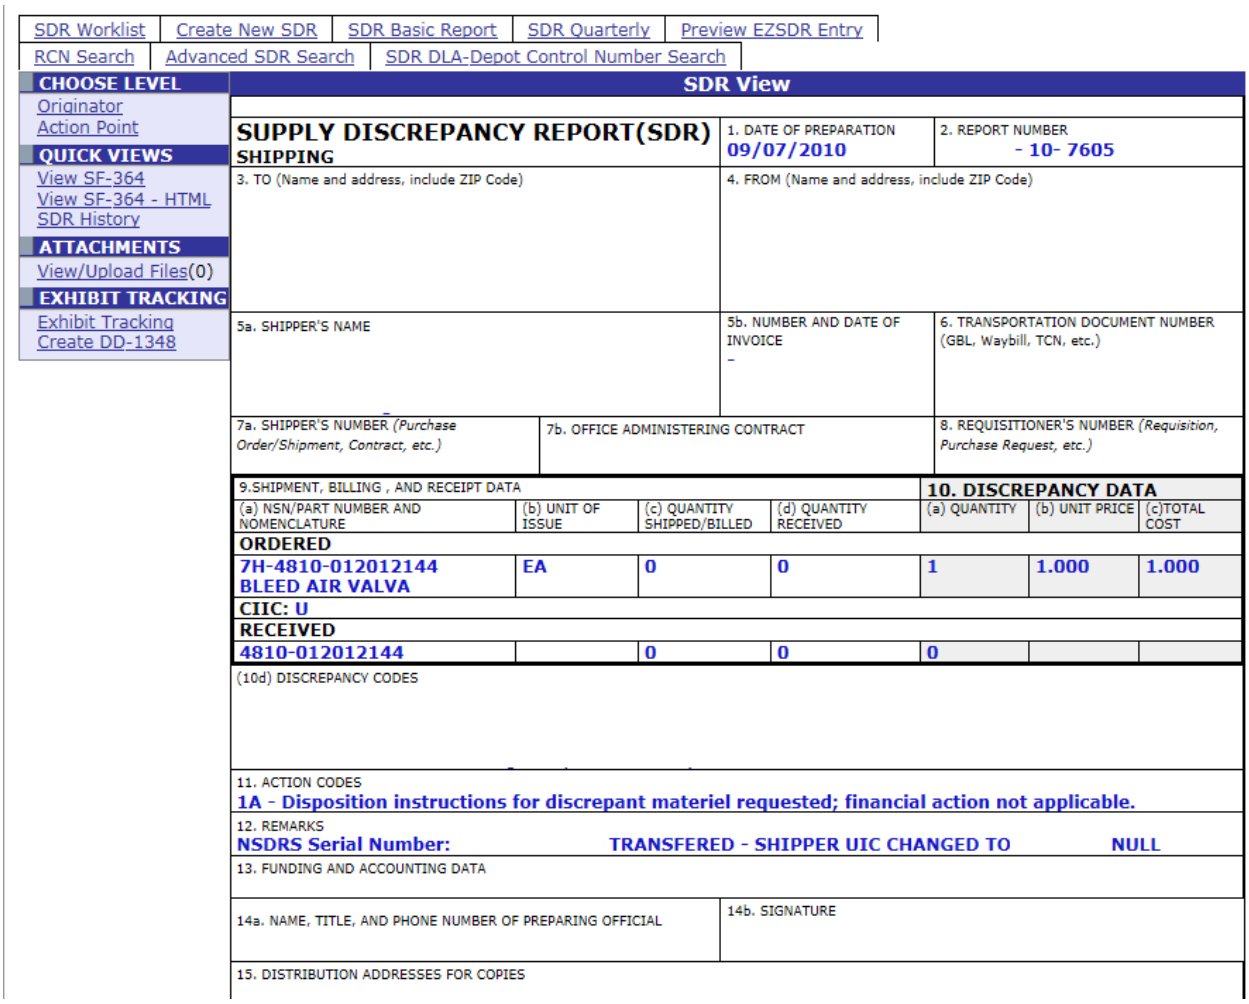

Figure 7.1
1. Accessing the Action Point edit page to provide a response to an Originator can be done by clicking Action Point from the SDR base page (Figure 7.1).